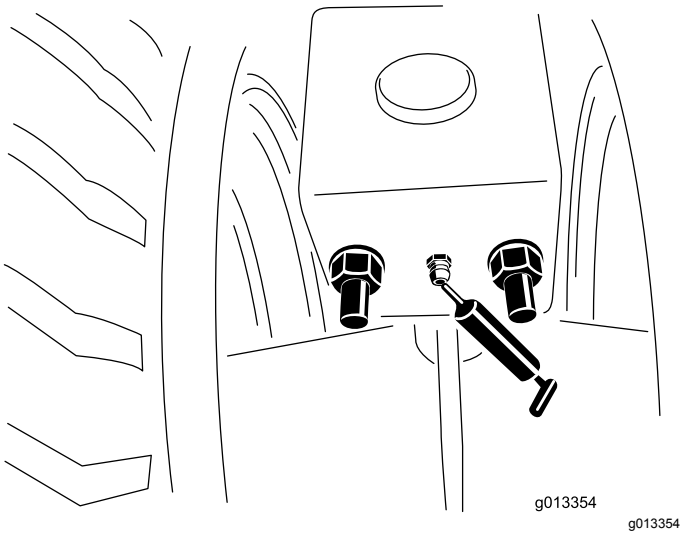

Figur 54
1. Rengjør smøreniplene (Figur 54).